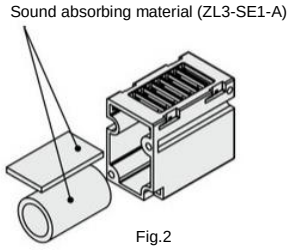

Fig.2
2) Replace the sound absorbing material in the silencer case (Fig. 2).